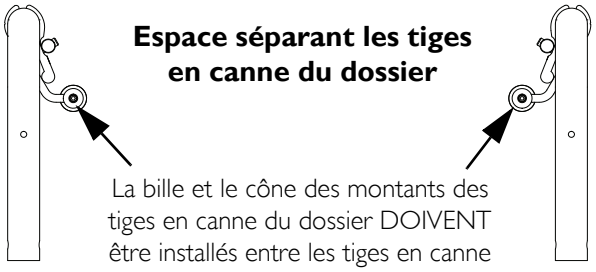

**FIGURE 2.3** Vérifier la position de la bille et du cône
4. Régler les montants des tiges en canne du dossier jusqu'a ce que la bille et le cône de chaque montant soient positionnés vers l'intérieur des tiges en canne du dossier,comme le montre le FIGURE 2.3.